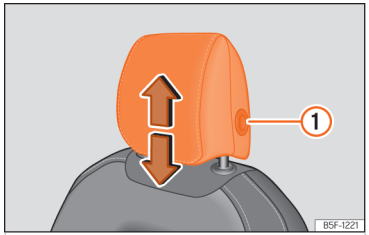
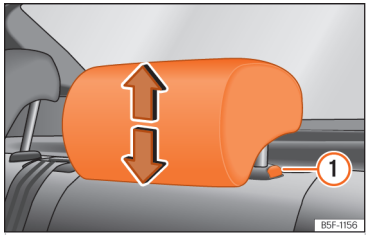

**Fig. 96** Front seat: adjusting the head restraint.
**Fig. 97** Rear headrest: adjusting the headrest.
- Grab the sides of the head restraints with both hands and push upwards to the desired position. To lower it, repeat the same action, pressing the button on the side (1) ››› Fig. 96 , ››› Fig. 97.